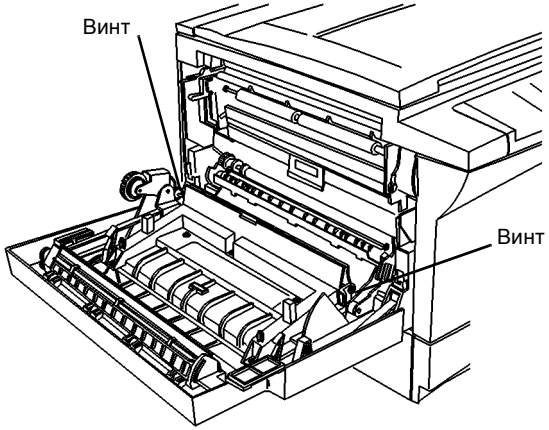

Рисунок 1 Отверните винты (2) с ограниченным доступом
1. Отверните винты (2), доступ к которым ограничен (Рисунок 1). Если винты вывернуть не удается, снимите левую дверцу (REP 8.1) и затем отверните винты.